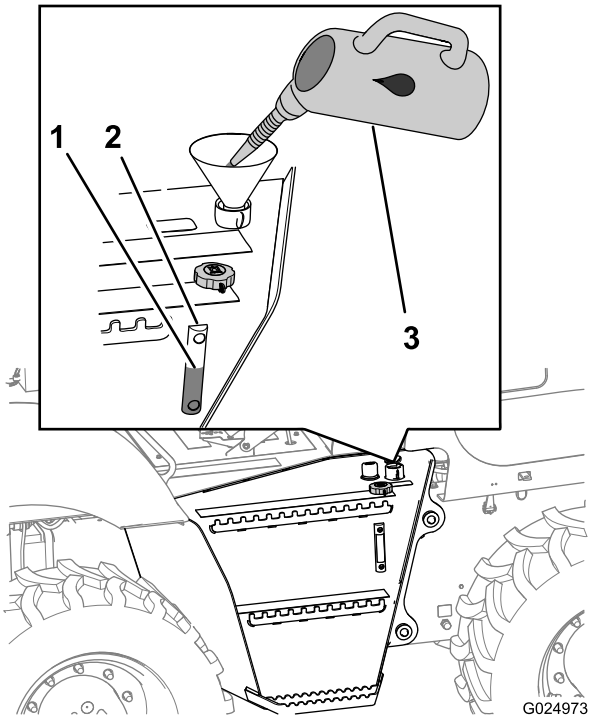

Figura 108
1. Abasteça o reservatório de fluido hidráulico com o fluido hidráulico especificado, até o nível atingir o ponto intermediário do visor de nível (Figura 108).
3. Instale a tampa (Figura 108).